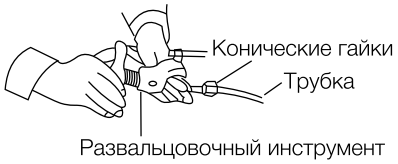

Рис. 3
- С помощью инструмента сделайте развальцовку в конце медной трубки (Рис. 3).